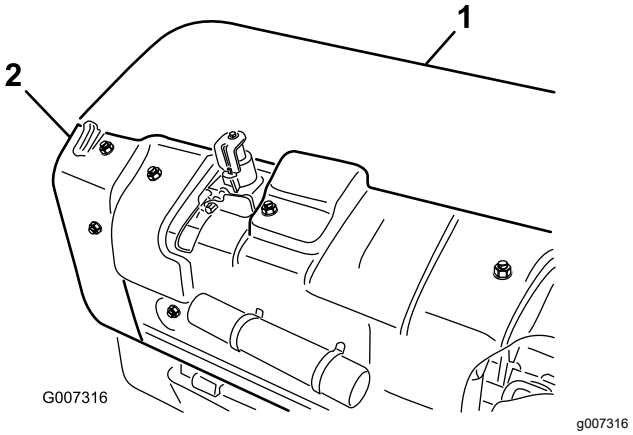

Figuur 36
1. Verwijder de achterkap van de beluchtingskop (Figuur 36).
2. Draai de montagebouten van het poeliedeksel los en verwijder het deksel (Figuur 36).